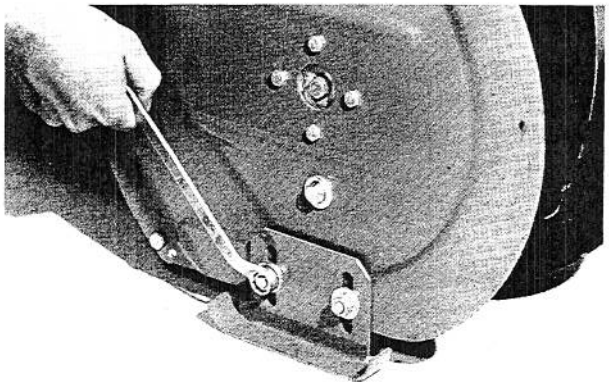

Figure 32
1. Move snowthrower to a level surface. Loosen four flange nuts (Fig. 32) securing both skids to auger side plates until skid can be moved up and down.
4. When using snowthrower on gravel or crushed rock surfaces, loosen four flange nuts (Fig. 32) securing both skids to auger side plates. Slide skids down as far as possible so auger is as far from the level surface as skid adjustment allows; then tighten flange nuts.